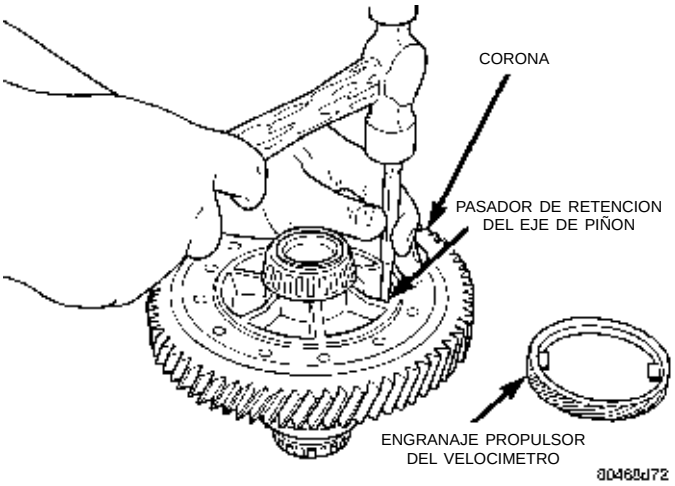
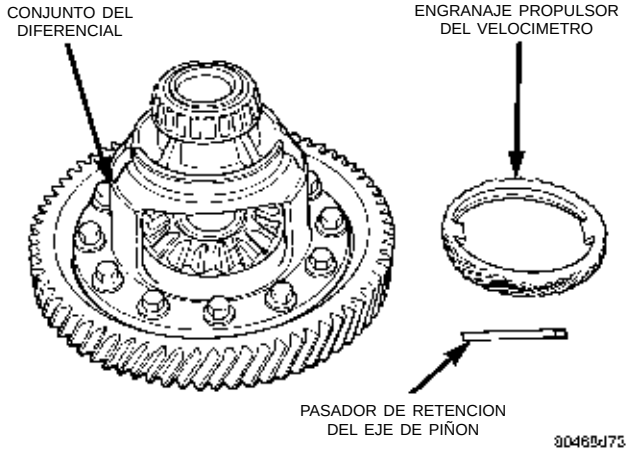

Fig. 108 Desmontaje del pasador de retención del eje de piñón
Fig. 109 Pasador de retención retirado
(1) Retire el pasador de retención del eje del piñón (Fig. 108) (Fig. 109).